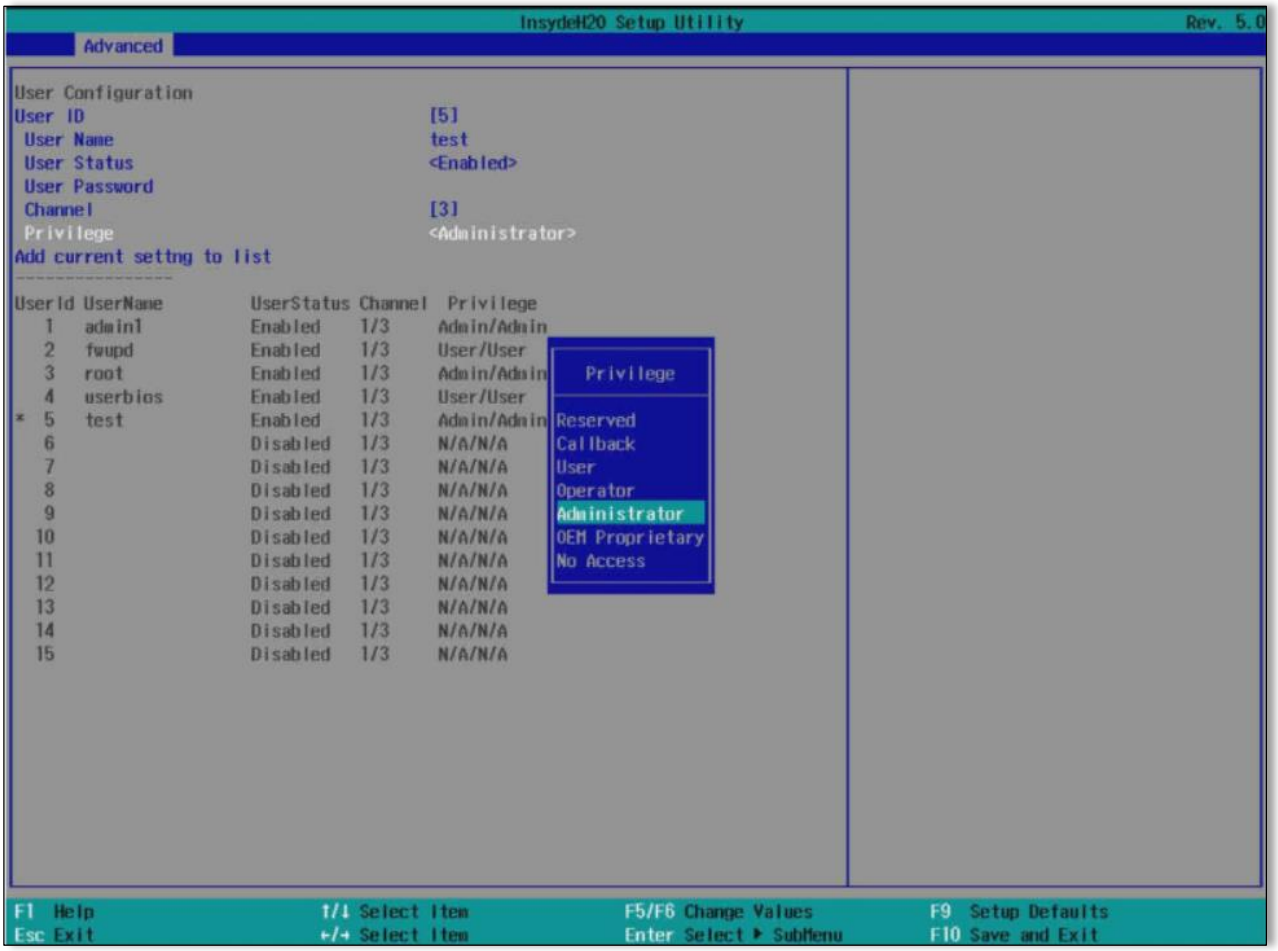

Рисунок 19 Создание пользователя в BIOS
9. Выбрать пункт Add current settings to list. Нажать F10 для сохранения данных и выхода из BIOS (Рисунок 19).